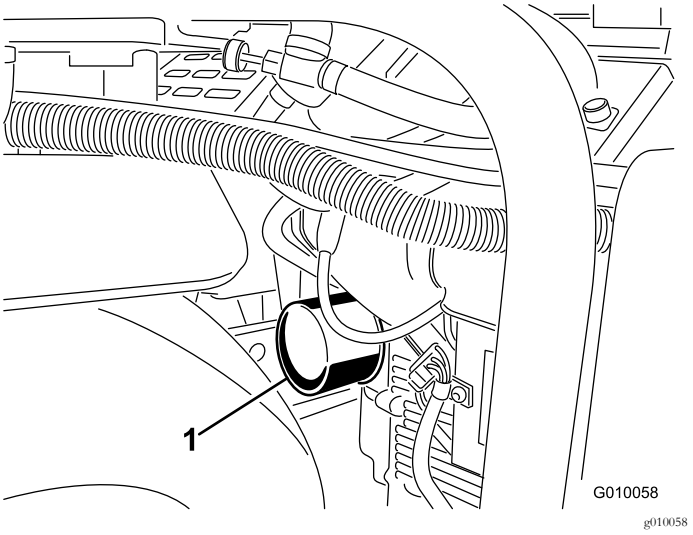
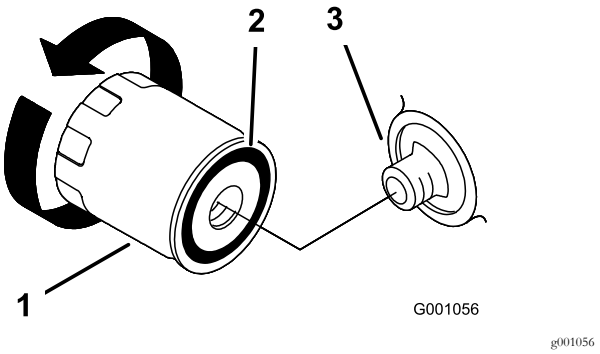

Figur 47
Figur 48
5. Anbring en lav bakke eller klud under filteret for at opfange olien (Figur 47).
6. Fjern det gamle filter (Figur 47 og Figur 48), og aftør filteradapterens pakningsoverflade.